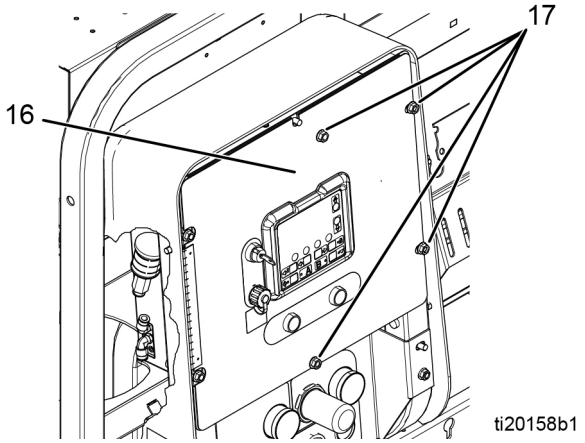

FIG. 3
3. Ta bort de fyra muttrarna (17); lämna två muttrar på vänster sida av panelen fastskruvade. Öppna styrboxens frampanel (16). Se FIG. 3.